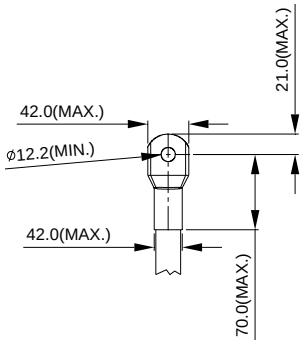
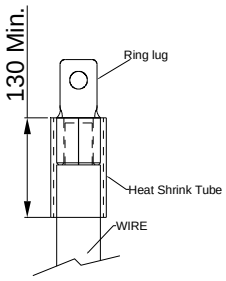

Figure 3
Figure 4
5. Figure 3 and Figure 4 shows the specification of insulated heat shrink tubing that comply with UL (600C, YDPU2).